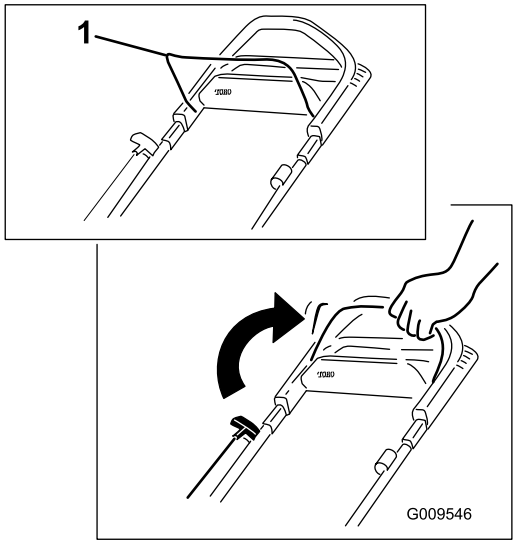

Rysunek 17
1. Przytrzymaj dźwignię sterującą ostrzami przy uchwycie (Rysunek 17).